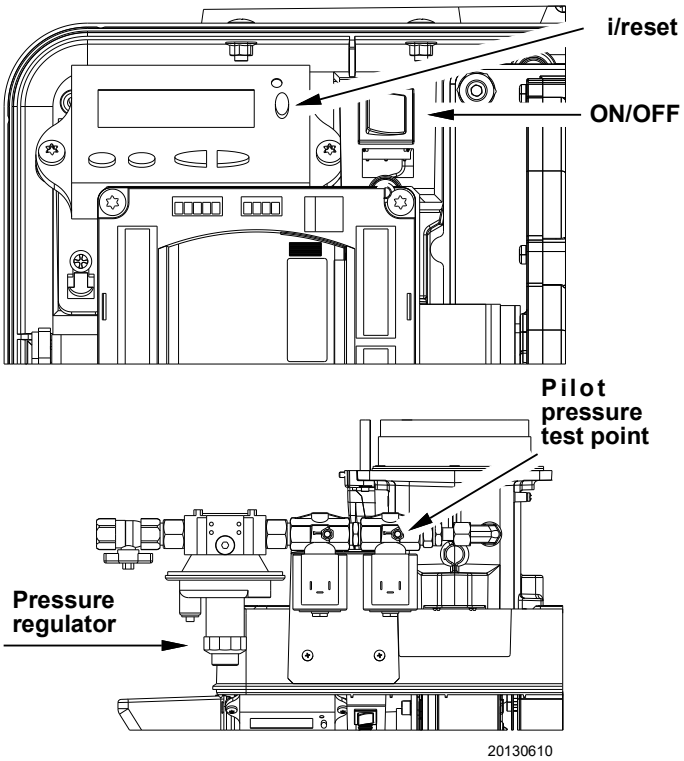

Fig. 163
– Press the switch “ON/OFF” (Fig. 163) selector to “OFF”, standby (OFF).
The indications of the sequence of the phases on the display continue to blink to signal that we are still in the start-up procedure (manual operation). If ignition is still not achieved, it may be that gas is not reaching the pilot within the safety time period of 3 seconds. Increasing the gas pressure via the pressure regulator (Fig. 163). If, however, at the end of the safety time the burner starts but then switches off, the burner goes into lockout and the display shows **Loc:7** blinking (disappearance of the flame when in operation).
Press the switch "**ON/OFF**" switch to "**OFF**" (Fig. 163 on page 49).